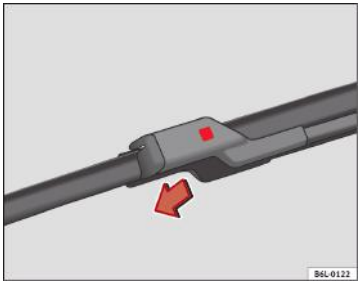

Fig. 138 Înlocuirea lamelor ştergătoarelor de parbriz
– Apăsați pe clema de fixare ⇒ fig. 138.